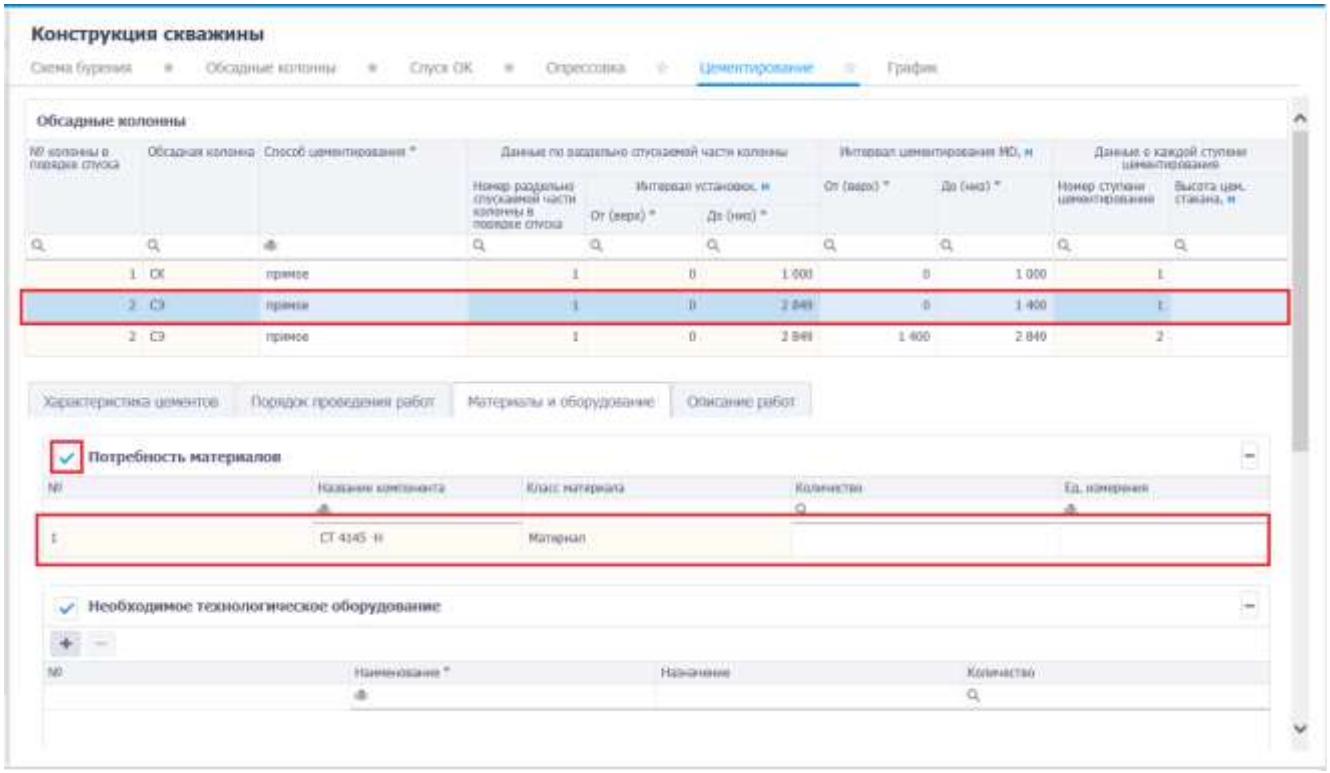

Рис. 3.139
3) Затем следует перейти на вкладку «Материалы и оборудование» и установить флаг ✓ у таблицы «Потребность материалов». Компоненты, добавленные в таблицу «Состав жидкостей», отобразятся в таблице «Потребность материалов» (рис. 3.139) для выбранной секции.